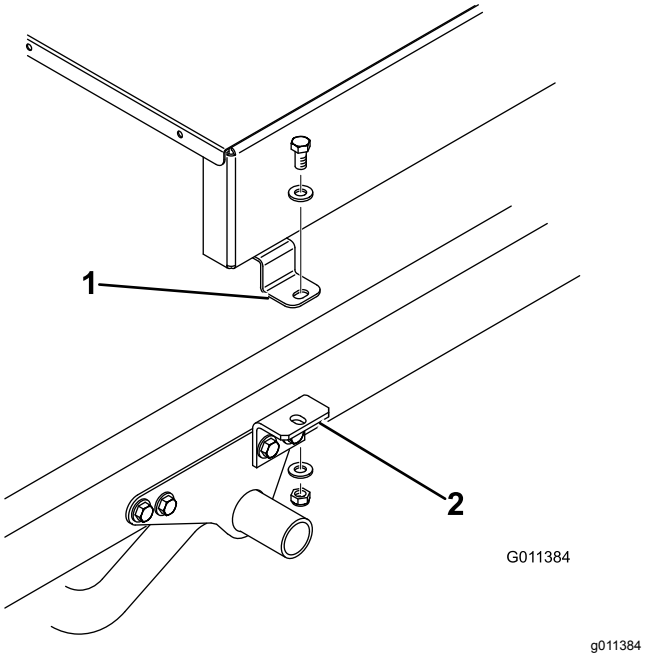
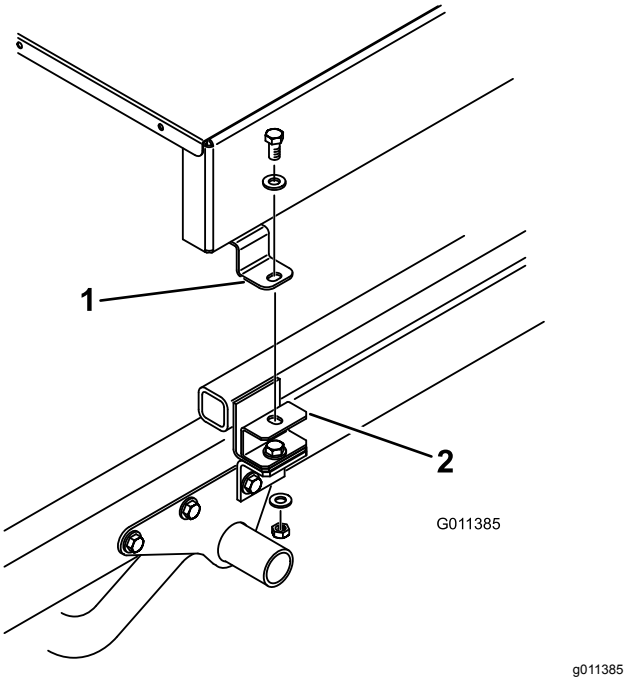

Figur 9
Figur 10
7. Fäst redskapskopplingarnas (Figur 9) eller distansbricksfästenas (Figur 10) övre del på monteringsflikarna på sidorna av topdressern med en ½ x 1-tums huvudskruv, två planbrickor och låsmuttrar. Dra åt alla fästelement.